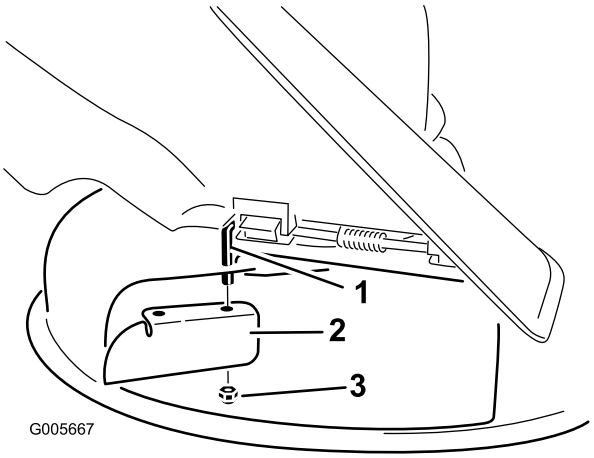

Figure 26
6. Install the cutoff baffle to the exposed pivot rod (Figure 26). Use the existing thin nut (3/8 inch) to secure the baffle to the mower.
2. Remove the cutoff baffle from the machine (Figure 26).